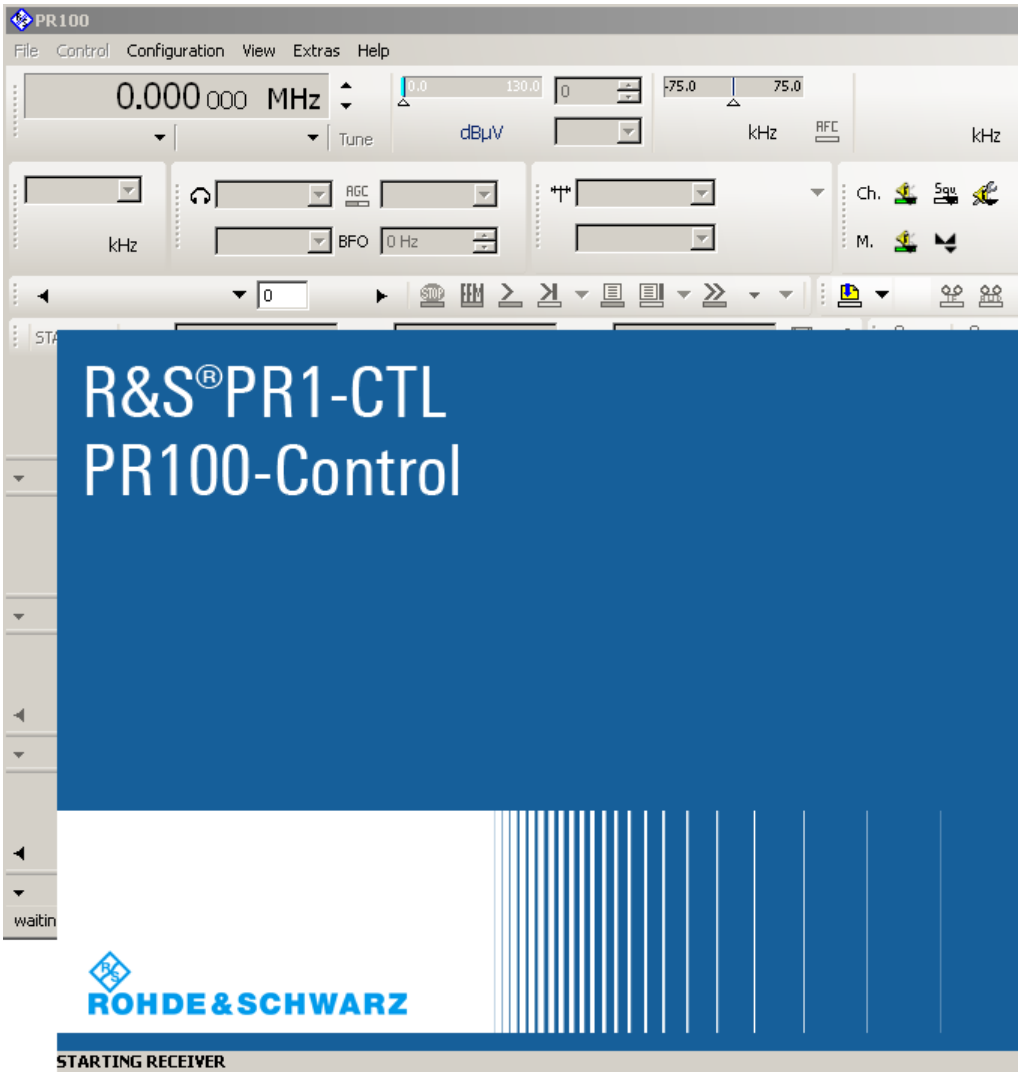
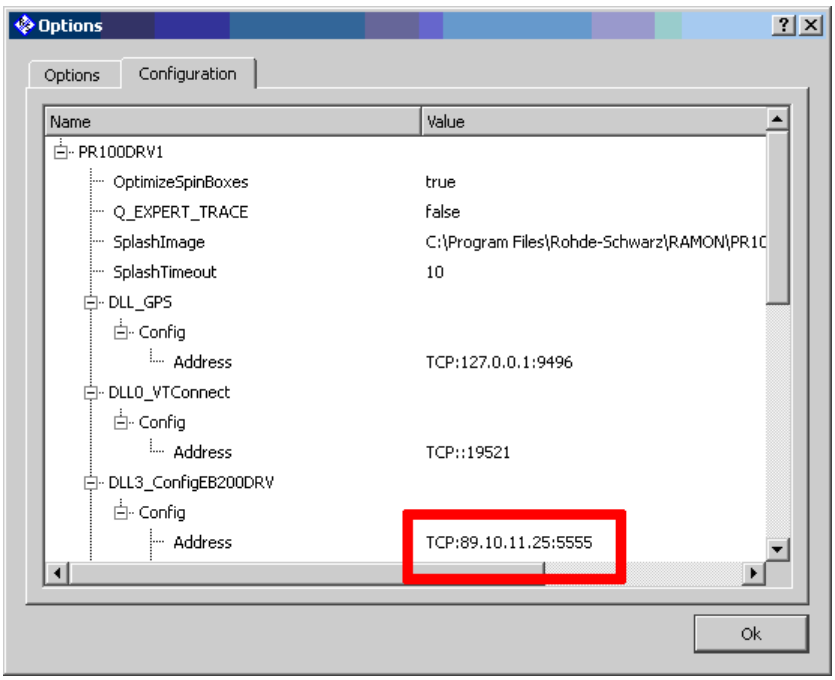

*Figure 3-62: Inactive Control Software*
*Figure 3-63: Configuration of the receiver address*
**Connecting to the Simulation:** When starting the software without having a real device connected, the software starts up in an inactive state (see Figure 3-62). It is now possible to open the Extras->Options menu. By clicking on the second tab called “Configuration” (see Figure 3-63), it is possible to change the IP address where the
software should look for the device. Now the DLL3_ConfigEB200DRV/Config/Address entry needs to be changed to the IP and port where the simulation is running. Normally this is “TCP:127.0.0.1:15621” as can be seen on the screenshot (Figure 3-63). After changing the address, the software needs to be restarted. Additionally, the simulation needs to be started. This is possible via the menu entries in the Windows “Start”-dialog. Now the control software connects to the simulation.